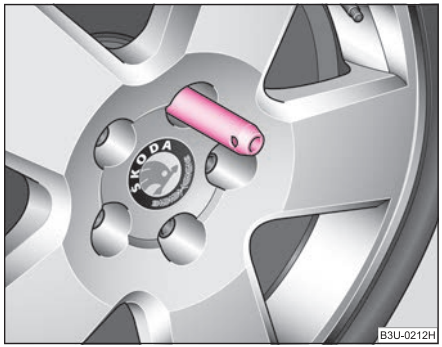

Fig. 197 Changing a wheel: assembly pin
– Screw the assembly pin (car tool kit) into the vacant hole ⇒ fig. 197.